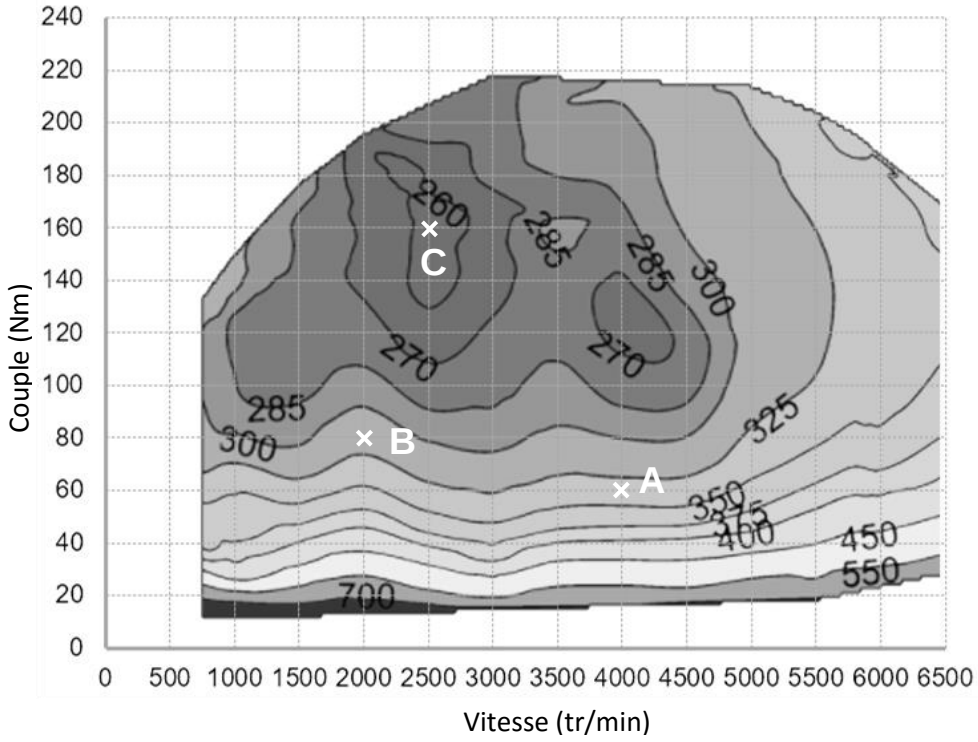

Figure 4 : consommation spécifique (g/kWh)
- Courbe d'iso-consommation donnée en Figure 4.
2.3.2. Représenter sur la Figure 4 les courbes d'iso-puissance (couple moteur thermique en fonction de la vitesse de rotation) pour chaque vitesse.